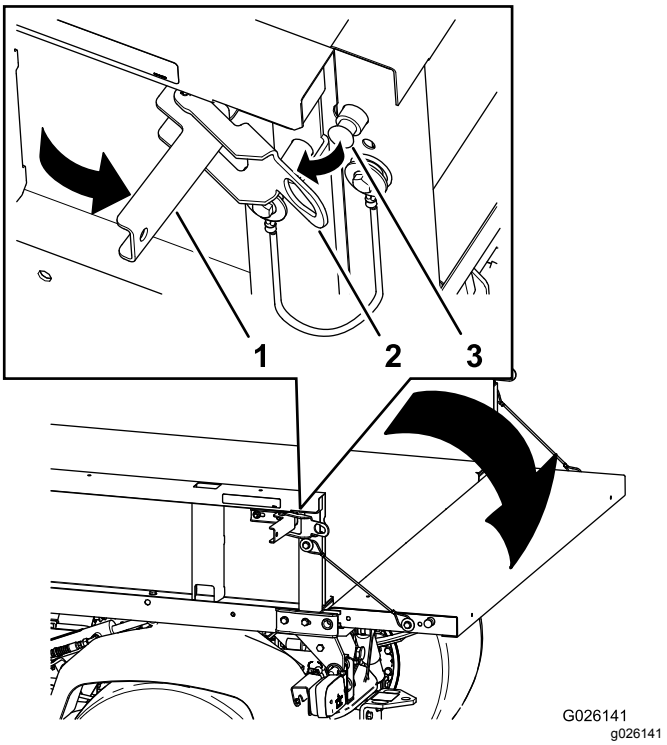

図 22
2. 荷台の左右にあるラッチを解放してテールゲートを下げる図 22。